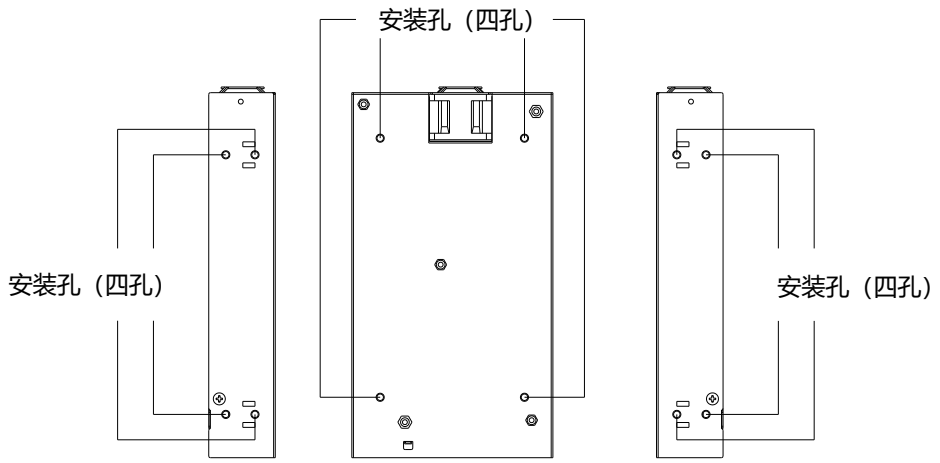

图. 3　装配示意
Ⓐ 底面安装：图 3 显示为安装孔位置，电源供应器装配于金属安装表面。
- 使用软性电线（绞线或实心）AWG No.14-10，用户应根据实际输出电流计算选择合适之电线规格（形式/数量/直径）。端子台/连接器扭力不得超过 12.4 Kgf.cm. (10.54 lbf.in)，拔线长度不得超过 0.275” 或 7 mm (参见图 3)。